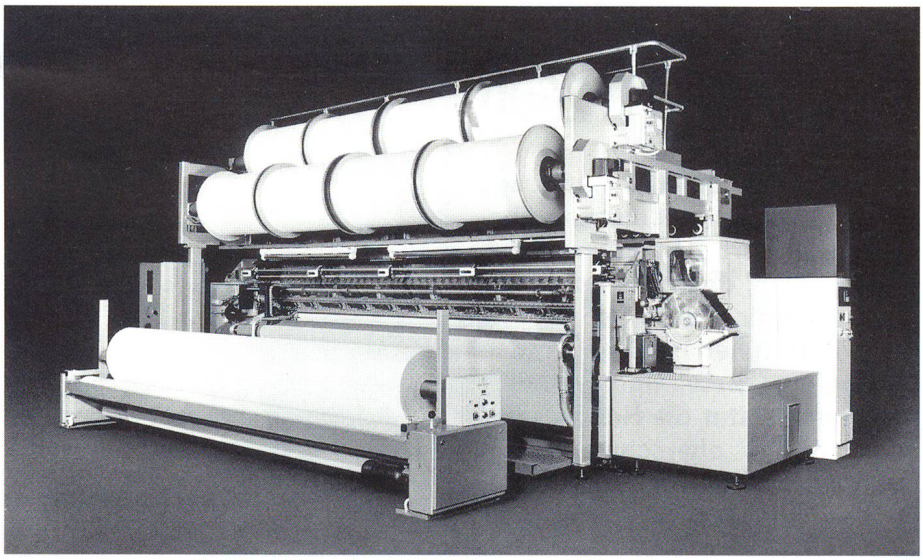
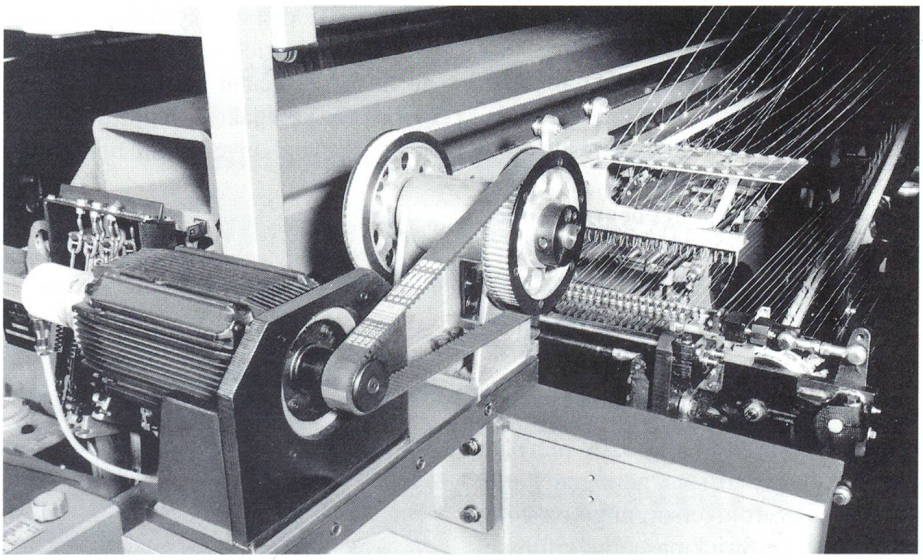

Abb. 1: RS 2 (3) EMS-Magazinschuss-Raschelmaschine für technische Textilien
Abb. 3: Die Schussfäden werden gleichmässig mit dem Schusslegewagen über die Nennbreite der Maschine verlegt durch die programmierbare Steuerung über Servomotor
Die Leistung konnte gleichzeitig durch das präzise arbeitende Fadenklemm-, Schneid- und Einlegesystem sowie einem patentierten elektronisch gesteuerten Legewagenantrieb über Servomotor *(Abb. 3)* erheblich gesteigert werden. So erreicht die Raschelmaschine RS 2 (3) EMS *(Abb. 1)* mit einer Nennbreite von 5410 mm (213") und einer Produktions-Dauerleistung von 1200/min eine Schusseintragsleistung von 6492 m/min! Diese Leistungssteigerung ist erzielt worden durch neuentwickelte Antriebs- und Wirksysteme. Gleichzeitig wurde besonderer Wert auf verschleiss- und wartungsfreie Bauelemente gelegt. Die stabile Bauweise der Maschine zeigt sich
Bei der hohen Schusseintragsleistung von annähernd 6500 m/min ist die Abzugsgeschwindigkeit eines jeden Fadens jedoch weitaus niedriger. Durch das gleichzeitige Abziehen von 24 Fäden von den Spulen beträgt die durchschnittliche Abzugsgeschwindigkeit des Einzelfadens nur 270 m/min. Bei Garnmaterialien mit geringer Reissfestigkeit ist dies von grosser Bedeutung. So lassen sich Garne aus Baumwolle, Viskose und Polyacryl genauso gut verarbeiten wie hochfeste Polyesterfäden bis dtex 1600 und texturierte Polyesterfäden bis dtex 50. Die programmierbare Schussfadenzuführung ist ein weiteres Highlight der Maschine. Hierzu wird ein programmierbarer Servomotor eingesetzt, der den Schussfaden-Legewagen steuert *(Abb. 3)*. Ergebnis: fadenschonende, gleichmässige Fadenspannung während des gesamten Eintragszyklus. Durch die Möglichkeit, Schussfäden mit längsorientierten Kettfäden (Stehfäden) zu kombinieren, lassen sich D.O.S. (= direkt orientierte) Strukturen mit absoluter Dimensionsstabilität erreichen. Das Besondere an der Magazinschuss-Rascheltechnik ist, dass dies auch bei offenen Strukturen möglich ist, da die Schuss- und Kett- bzw. Stehfäden durch Maschen in ihrer Position bis zur Weiterverarbeitung fixiert werden.